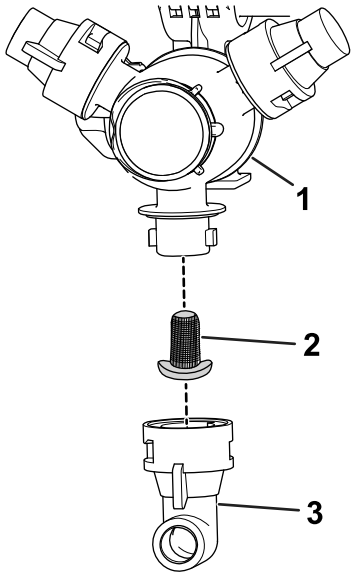

**Bild 57**
2. Nehmen Sie die Düse vom Sprühdrehkreuz ab (Bild 57.
3. Entfernen Sie den Düsenfilter (Bild 57).
5. Setzen Sie den Düsenfilter ein (Bild 57).
6. Setzen Sie die Düse auf das Sprühdrehkreuz auf (Bild 57).